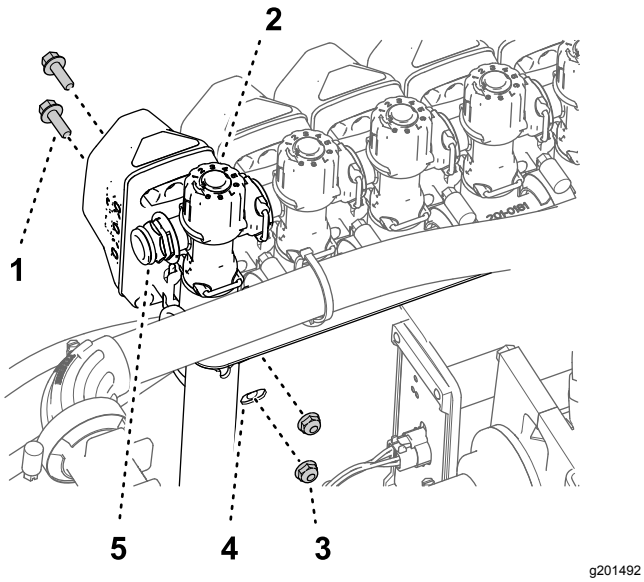
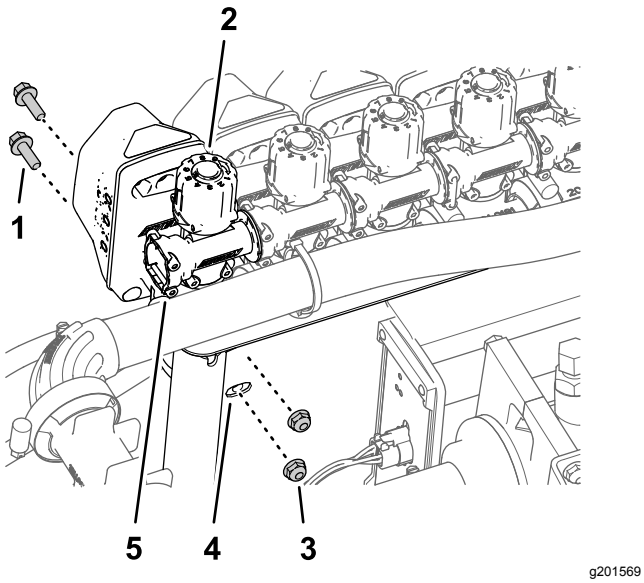

Figur 107
Figur 108
3. Monter dyseventil 10 på ventilbeslaget (Figur 107 eller Figur 108) med de 2 flangehovedbolte (1/4 x 3/4 tomme) og 2 låsemøtrikker (1/4 tomme), du fjernede i trin 2 i Afmontering af sektionventilerne fra manifoldbeslaget (side 33).